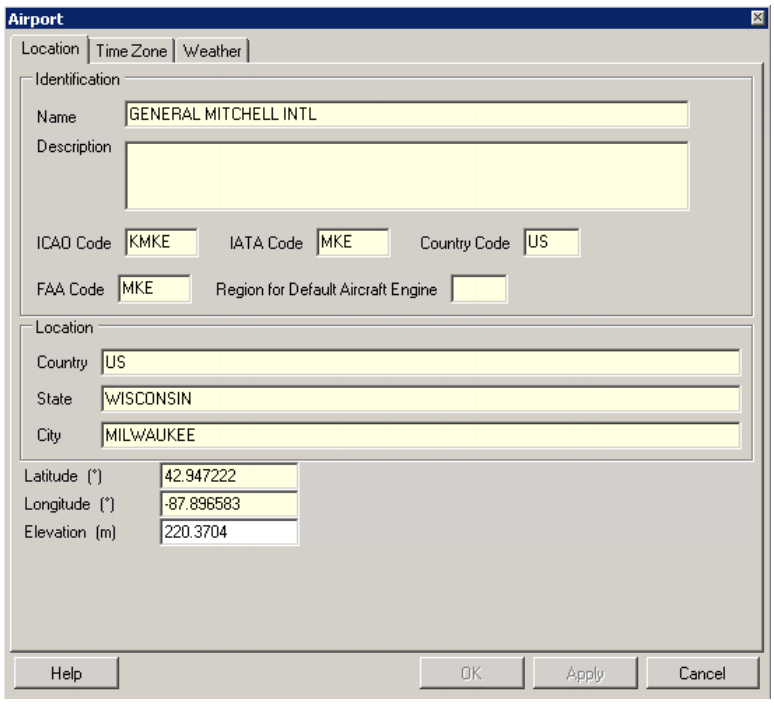

Figure 5-12 Airport Dialog Box – Location Tab
To open the *Airport* dialog box (Figure 5-12), either:
- The *Location* tab (Figure 5-12) contents are read-only, except for *Elevation* field which can be edited.